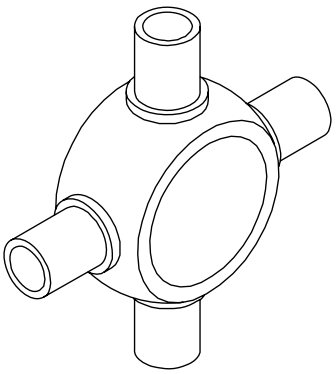
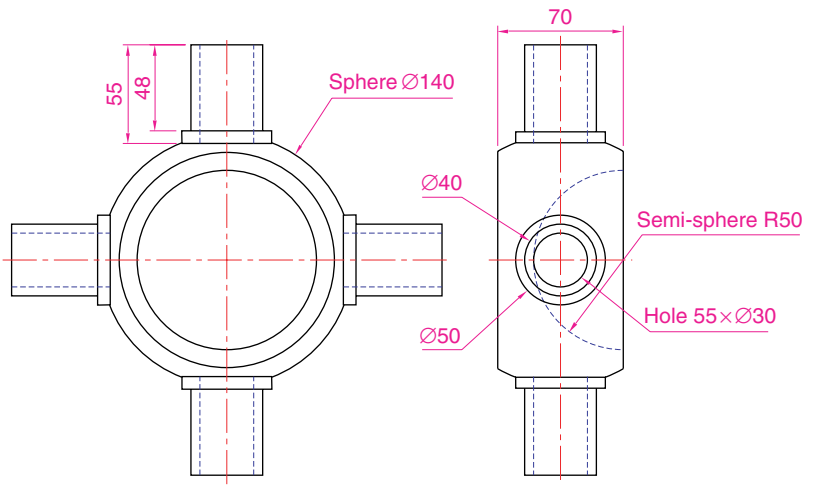

Fig. 14.13 Exercise 2
Fig. 14.14 Exercise 2 – working drawing
2. Using the tools **Sphere, Box, Union** and **Subtract** and working to the dimensions given in Fig. 14.14, construct the 3D solid model as shown in the isometric drawing in Fig. 14.13.